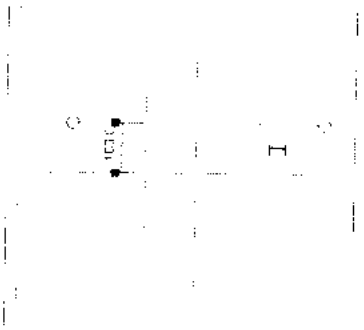

Рис. 39.24. *Добавление опорных плоскостей*
b. На ленте **Create** в разделе **Datum** выбрать инструмент **Reference Line** > **Arc From Center and End Points** (Опорная линия > Дуга по центру и концевым точкам). Нарисовать дугу с центральным углом приблизительно 45° и с центром в точке пересечения опорной линии и вертикальной опорной плоскости (рис. 39.24). Одна концевая точка должна быть в начале координат.